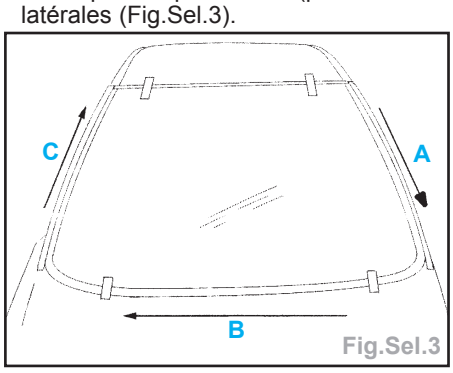

Fig.Sel.3
- Découper le pare-brise (partie inf. et latérales (Fig.Sel.3).